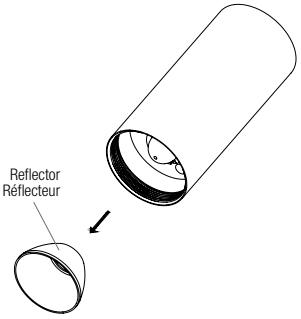

Fig. 5c
3. Remove the reflector from luminaire (Fig. 5c).
3. Retirer le réflecteur du luminaire (Fig. 5c).